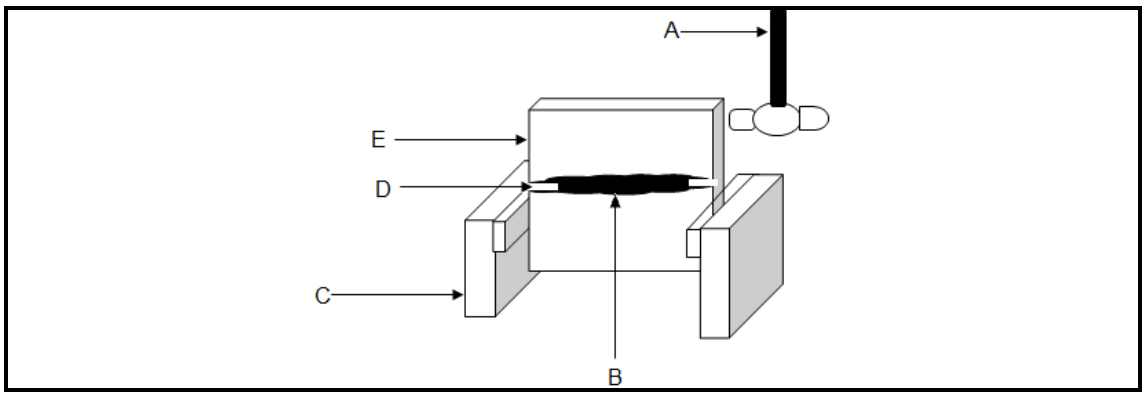

FIGUUR 2
4.5 FIGUUR 2 toon 'n eenvoudige kerfbuigtoets wat op 'n gesweisde werkstuk uitgevoer word.